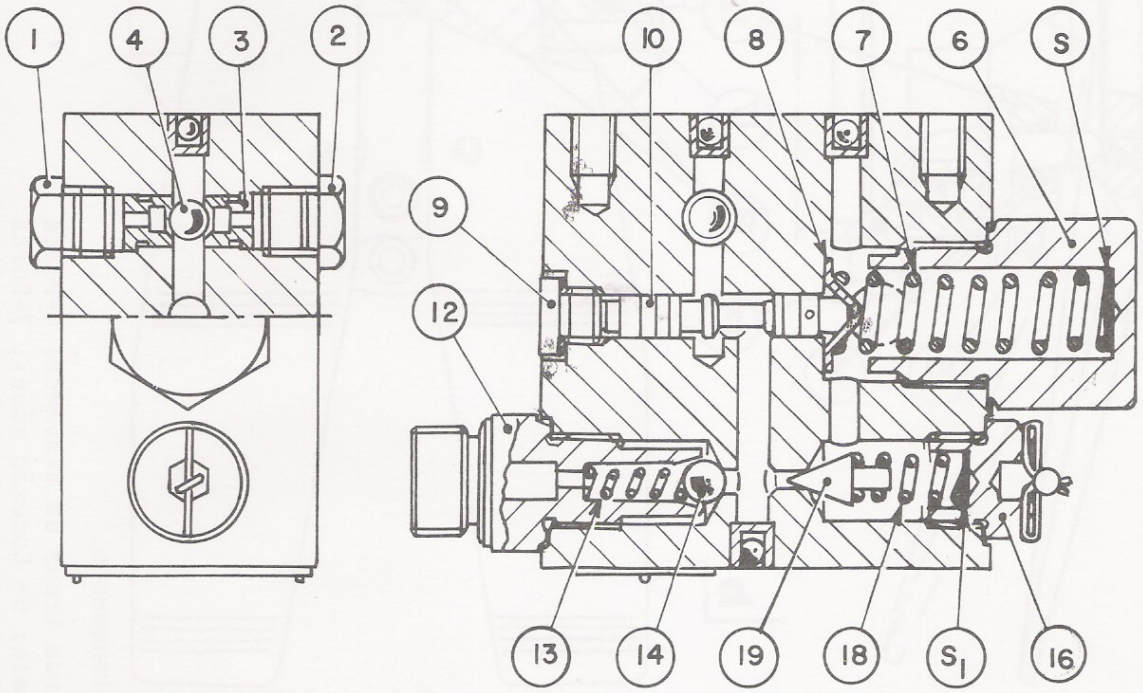
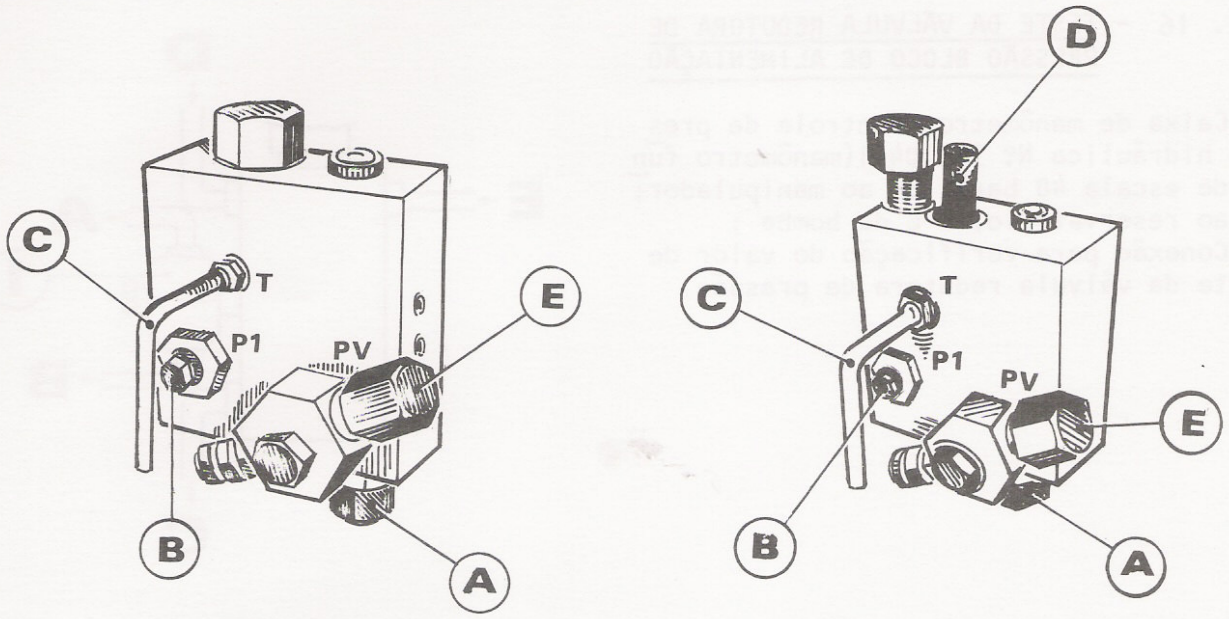

FIG. 10 - SEÇÃO DO BLOCO DE ALIMENTAÇÃO REXROTH
FIG. 15 - VISTA DO BLOCO DE ALIMENTAÇÃO COMPLETO DE EQUIPAMENTOS PARA TESTE DA VÁLVULA DE SOBREPRESSÃO
Bloco de alimentação REXROTH(fig. 10)
Dimensões dos calços de regulagem (S, fig. 10)	0,3 - 0,5 - 1,0 - 4,0 - 8,0 (mm)
- Retirar o acumulador e em seu lugar colocar o tampão nº 75295332 (A, fig 15);
- Retirar o tampão (6, fig 10) e a mola (7), substituí-la pelo distancial nº 75295331 (D, fig 15) e recolocar o tampão (o distancial serve para manter aberta a válvula redutora de pressão);
- Conectar a conexão nº 75295329 (A, fig. 15) à tubulação de envio da bomba manual nº 75290284 (B);
- Acionar a bomba manualmente e verificar que a abertura da válvula efetua-se com uma pressão de 40 bar, caso contrário, regular o valor nominal de teste, agindo sobre os calços de regulagem (S1, fig 10)
REGULAGEM DA VÁLVULA REDUTORA DE PRESSÃO (10, FIG. 10) NA ESCAVADEIRA.
Dar partida ao motor Diesel e colocá-lo a regime médio, quando acionar um movimento que necessite de uma certa pressão de trabalho (ex.: saída da haste do cilindro de levantamento) leia a pressão indicada no manômetro. A pressão lida deverá ser de 29,4 ± 1,9 bar; caso contrário, regular o valor nominal de teste da válvula, agindo sobre os calços de regulagem (S , fig. 10).